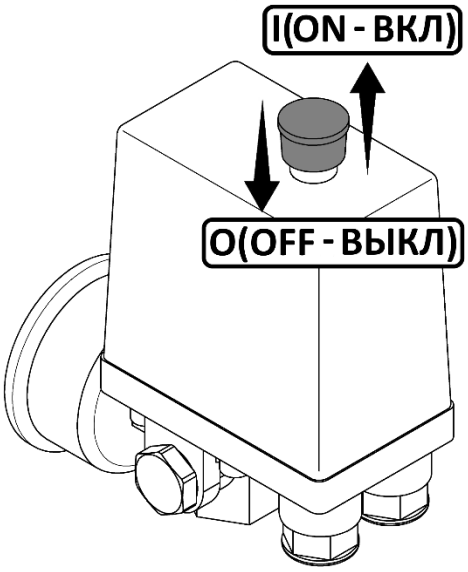

Рисунок 6
- Проверьте, чтобы выключатель на реле давления находился в выключенном положении "**O**" (рисунок 6).
- Включите компрессор выключателем на реле давления и сразу же выключите. Для этого необходимо переключить выключатель в положение "**I**" (рисунок 6). Кнопка выключателя имеет фиксированные положения